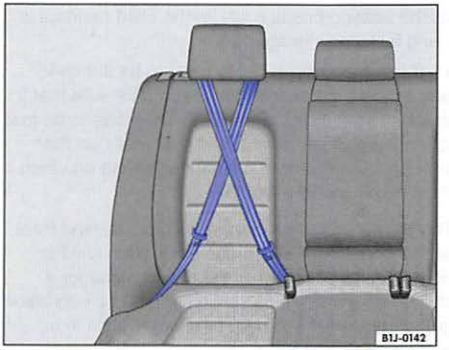

Fig. 64 Keep unused safety belts away from children in child safety seats.
You must take special precautions when installing a child restraint with the vehicle safety belt or with LATCH/UCRA lower universal anchorages behind the front passenger seat or behind the driver seat. Always route the unused center seat safety belt and the unused safety belt for the seating position where the LATCH/UCRA child restraint is being installed around the rear head restraint behind the child restraint to help prevent a child from playing with the unused belt and becoming entangled in it ⇒ fig. 64.
- Guide the safety belt webbing behind the head restraint of the adjacent seat ⇒ fig. 64. When doing so, do not engage the safety belt lock! You should not hear a "clicking" sound when winding up the safety belt.